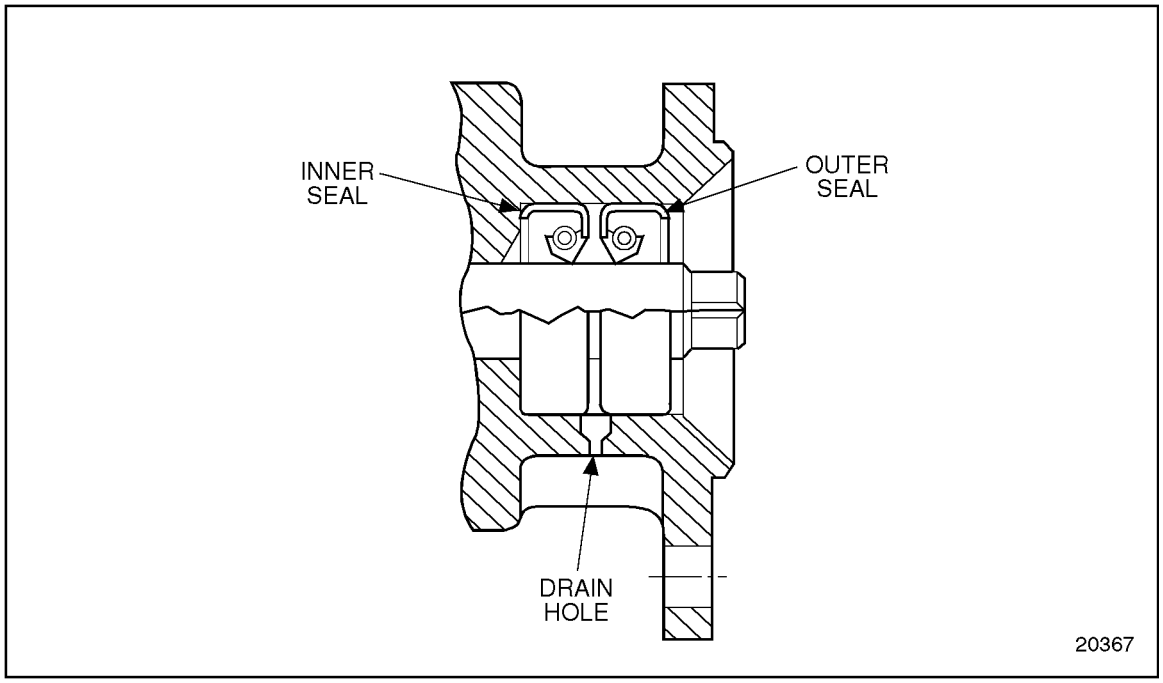

Figure 2-45 Fuel Pump Oil Seal Arrangement
Two oil seals are pressed into the bore in the flanged side of the pump body to retain the fuel oil in the pump and the lubricating oil in the fuel pump drive and gear case. The oil seal vent (4) (see Figure 2-44) serves as a vent passageway in the body between the inner oil seal and the suction side of the pump. This prevents building up any fuel oil pressure around the shaft ahead of the inner seal. The oil seals are installed with the lips of the seals facing each other. See Figure 2-45.